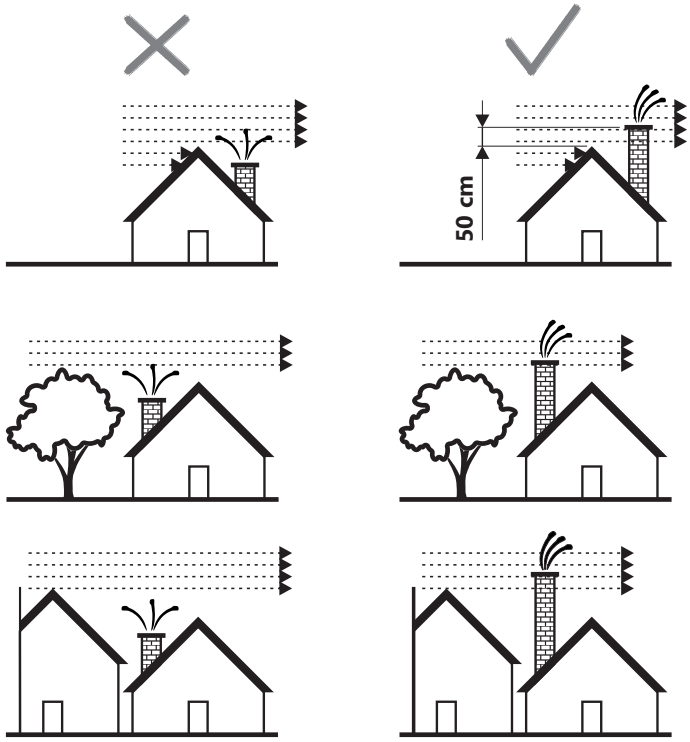

Figure 2
- la cheminée doit dépasser au moins 0.5m au-dessus du sommet du toit et de surpasser les bâtiments / obstacles avoisinants (maison voisine, arbre...) (figure 2).